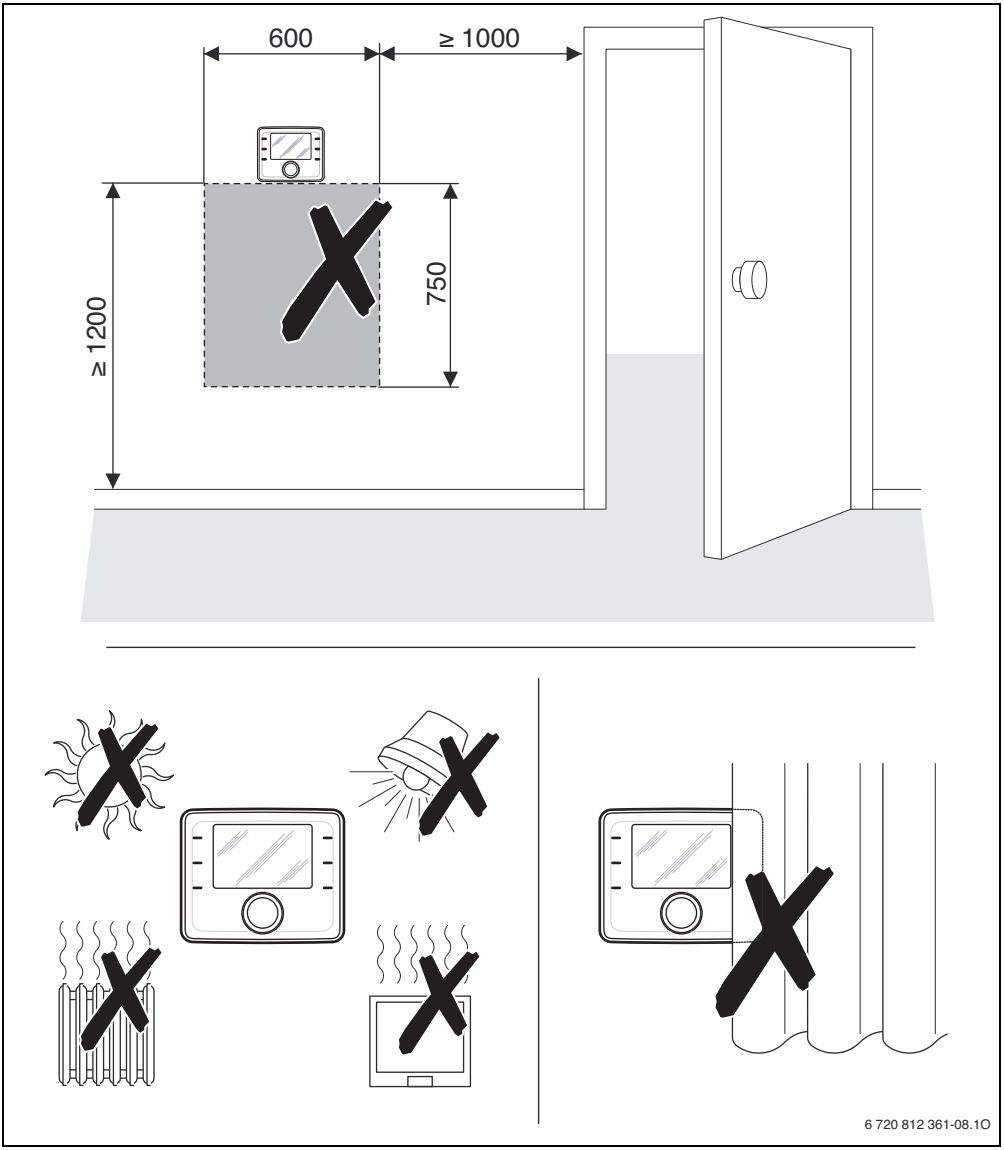

Рис. 4 Место установки пульта в контрольном помещении
- Место установки (= контрольное помещение) должно подходить для регулирования отопительной системы (→ рис. 4, стр. 10).